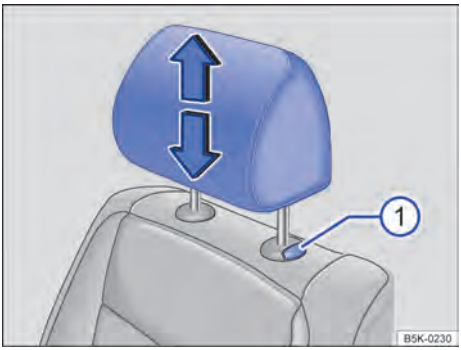
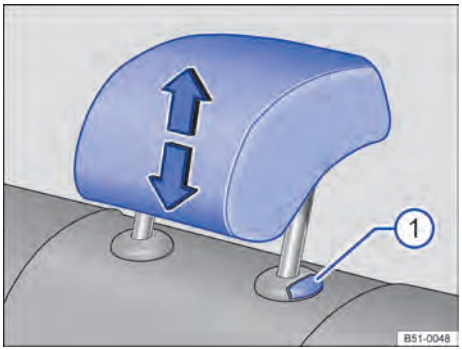

Fig. 46 Ajustar o apoio para cabeça frontal.
Fig. 47 Ajustar o apoio para cabeça traseiro.
- Empurrar o apoio para cabeça para cima no sentido da seta ou, com o botão ⇒ Fig. 46 ① ou ⇒ Fig. 47 ① pressionado, empurrar para baixo ⇒ ⚠.